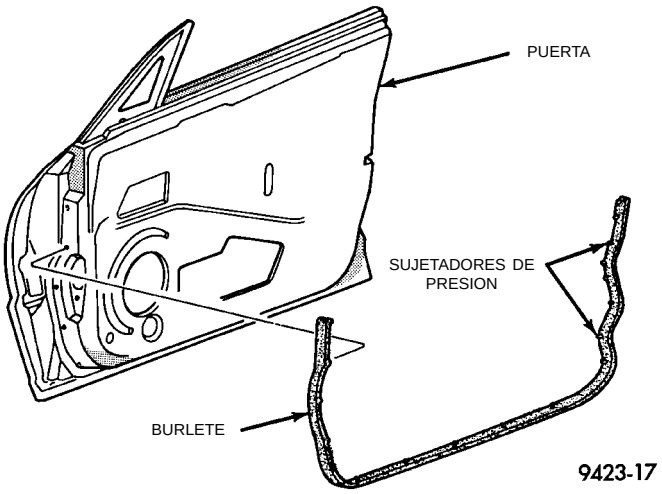

Fig. 38 Burlete de la puerta delantera
(1) Con una herramienta de palanca de tipo horquilla, desacople los sujetadores de presión que fijan el burlete a la puerta (Fig. 38).
(2) Separe el burlete de la puerta.